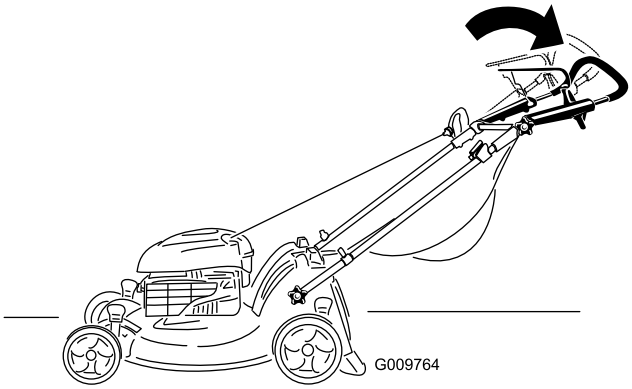

Figur 17
2. Flytt det øvre håndtaket til ønsket stilling (Figur 17).